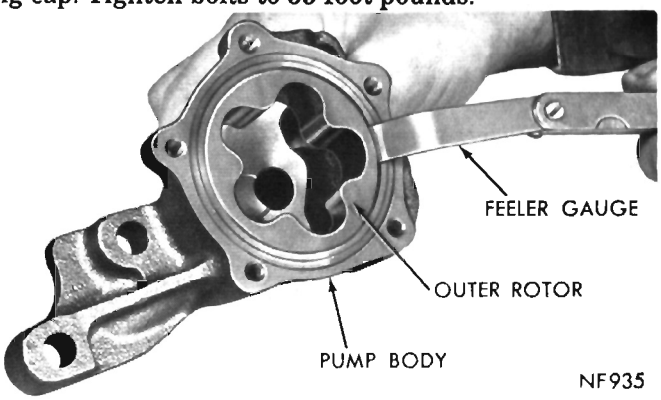

Fig. 56—Measuring Outer Rotor Clearance
(6) Slide outer rotor into pump body, press to one side with fingers and measure clearance between outer rotor and pump body (Fig. 56). If measurement is more than .012 inch, replace oil pump body.